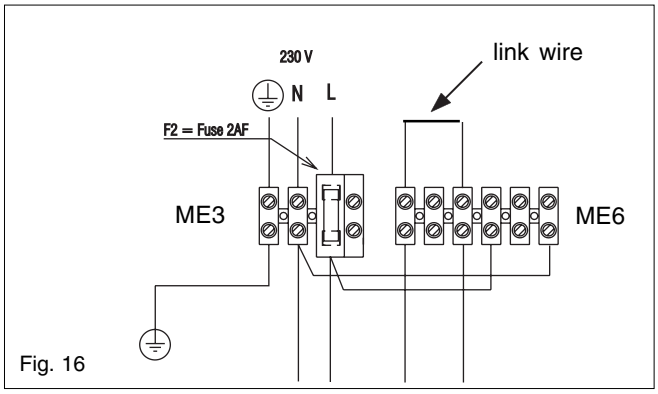

Fig. 16
4.7.3 CONNECTING THE MAINS (230V) INPUT (see fig. 16)
Connect the supply cable wires (LIVE, and NEUTRAL) to their corresponding terminals on the appliance terminal block. Connect the EARTH wire to the EARTH block (see fig. 16) ensuring that it's left slightly longer that the others, this will prevent strain on the EARTH wire should the cable become taut.